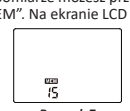

Rysunek 7
a. Po pomiarze możesz przeglądać zapisane dane w bieżącym banku pamięci, naciskając przycisk „MEM". Na ekranie LCD pojawi się liczba zapisanych wyników. Zobacz rys. 7.